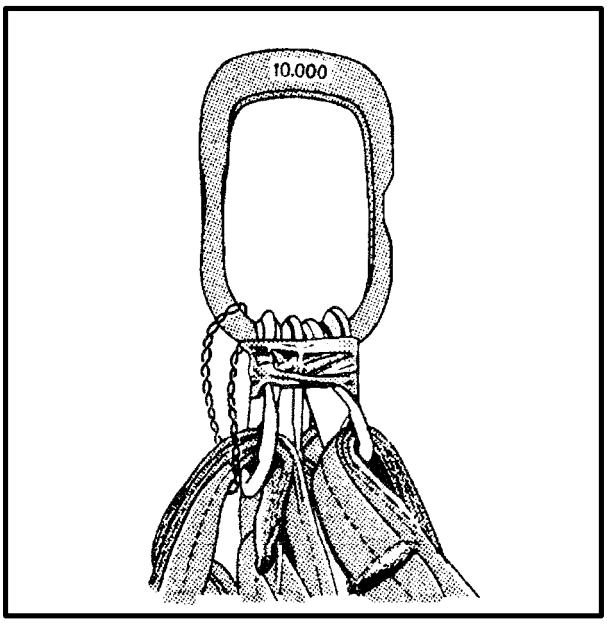

*Figure 7-8. Taped Hooks*
**(5)** After connecting all four hooks to the apex fitting, tape or tie the four hooks together to prevent them from coming unhooked when the apex is laid down (Figure 7-8).